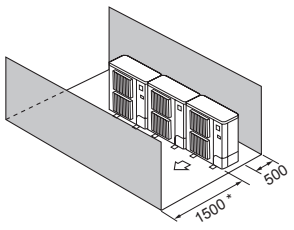

Fig. 2-16
(4) Obstacles uniquement à l'avant et à l'arrière (Fig. 2-16)